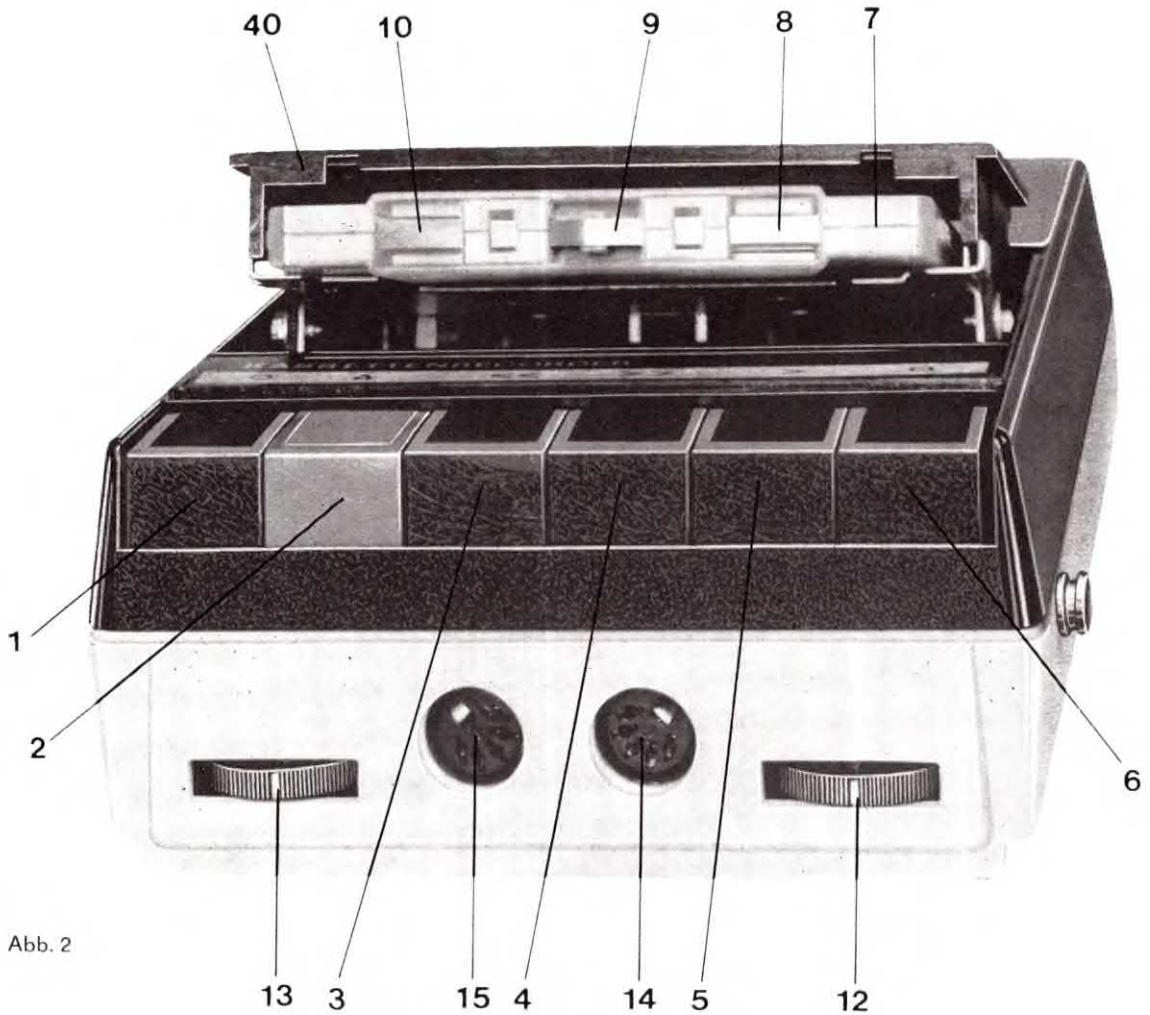

Abb. 2
▶▶	Taste für schnellen Vorlauf	(4)
▶	Taste für Wiedergabe	(5)
■	Taste für Stop	(6)
Durch Drücken der Taste für Kassettenauswurf (1) wird der Kassettenraum geöffnet. Eine bespielte oder zu bespielende Kassette (7) wird wie in Abb. 2 dargestellt, von Hand in den geöffneten Kassettenraum bis auf Anschlag eingeschoben und durch anschließendes Niederdrücken der Kassettenauswurfeinrichtung bis zum Einrasten die Funktionsstellung der Kassette hergestellt.
Durch Drücken der Taste für Kassettenauswurf (1) wird jede andere geschaltete Taste in ihre Ruhelage gebracht und der Kassettenraum geöffnet. Die sich in ihm befindende Kassette wird gleichzeitig herausgeschoben, so daß sie bequem gegriffen werden kann. Ein erneutes Einlegen oder Wenden der Kassette erfolgt wieder nach Abb. 2.